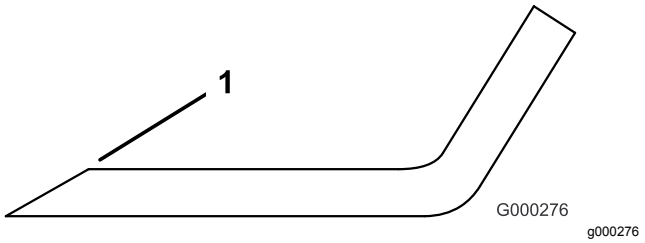

Figur 69
1. Slipa eggen i båda ändarna av kniven (Figur 69).